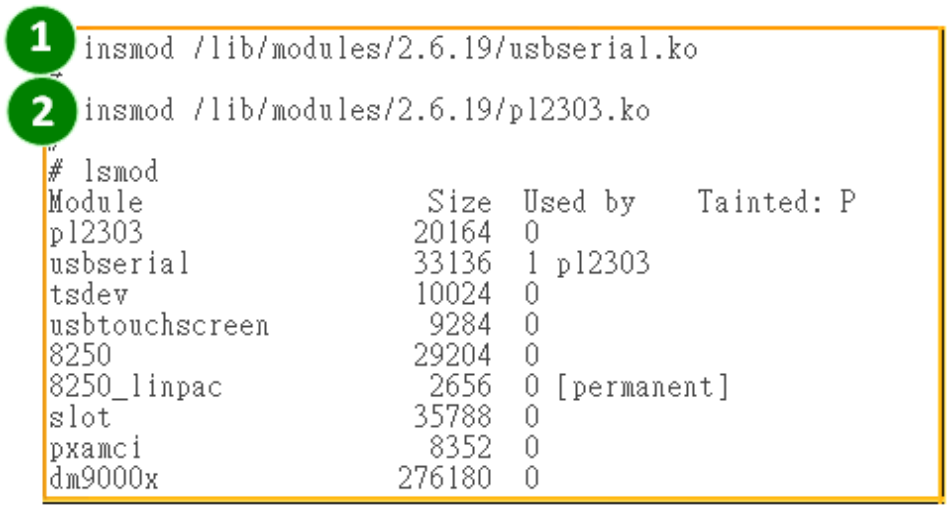

Fig. 10-39
(2) Power on the LP-8x4x.
(3) Open a **"Xterm windows"** by clicking the Start button and then clicking Xterm. At the Command Prompt, enter the command Open a **"Command Prompt"** by clicking **"insmod usbserial.ko"**, and then enter the command **"insmod pl2303.ko"** to load the program decompressor, as illustrated in Fig. 10-39 below.